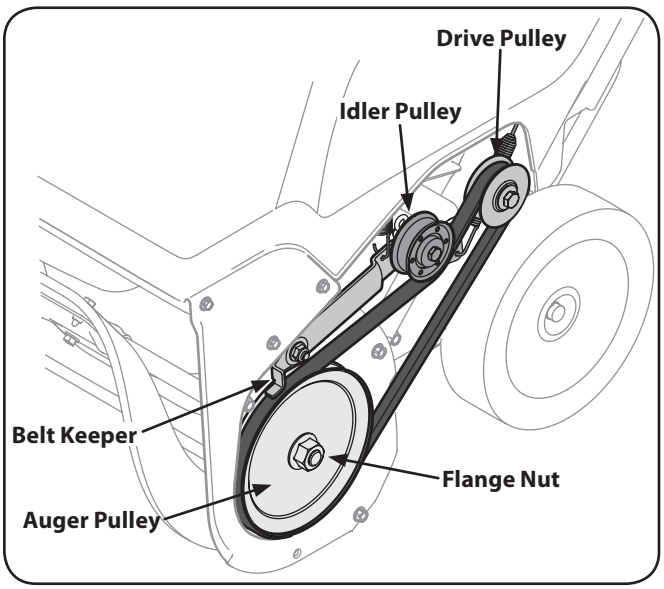

Figure 7-3
7. To replace the belt follow these instructions and refer to Figure 7-3:
a. Route the belt around the drive pulley and under the idler pulley. See Figure 7-3.